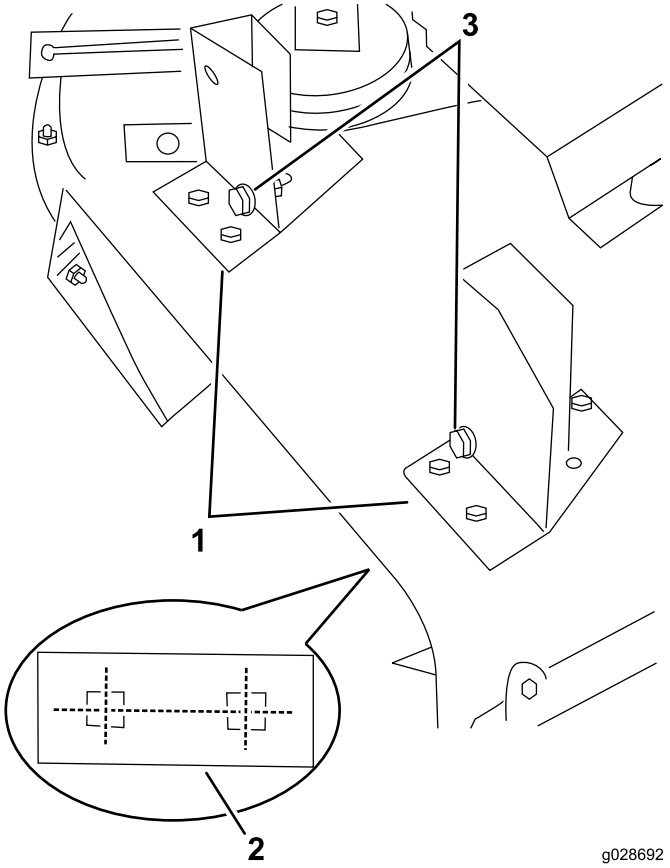

**Figure 11**
1. Placez le ventilateur et les supports de fixation sur le plateau, en alignant les trous de montage et les trous utilisés précédemment pour monter le déflecteur d'herbe (Figure 11).
2. Vérifiez qu'il n'y a pas d'écartement entre le ventilateur et le plateau de coupe, et fixez chaque support au plateau avec une plaque (Figure 11), 2 boulons de carrosserie (5/16–18 x 3/4 po) et 2 contre-écrous.
9. Glissez le ventilateur sur les boulons d'alignement des supports de fixation (Figure 11) tout en installant la courroie autour de la poulie de ventilateur.